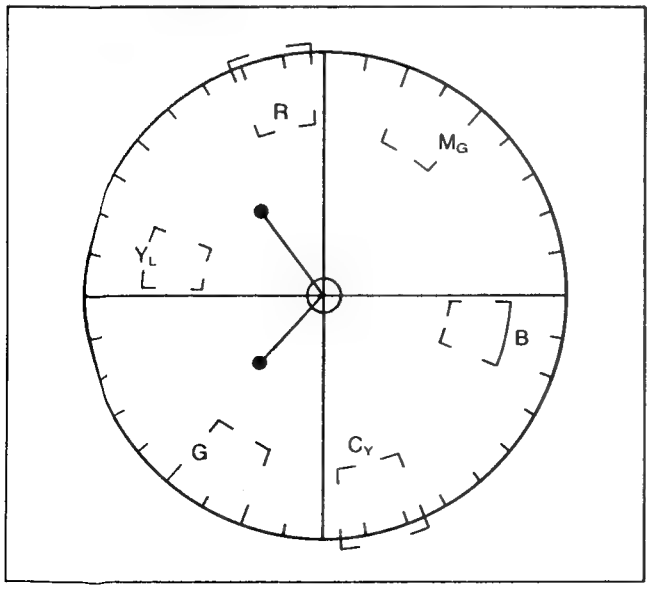

Fig. C25
(4) Adjust the AWT (R–Y OFFSET) and AWT (B–Y OFFSET) controls (VR105 and VR106) so that the colour vectors move to the centre of screen on the vectorscope. (Refer to Fig. C25.)